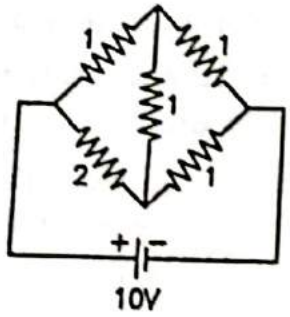

FIG. 1.187 : REFERENCE FIGURE FOR PROBLEM NO. 10
10. Using delta-star transformation, determine the current drawn from, the source in the given circuit of Fig. 1.187. [8.46 A]